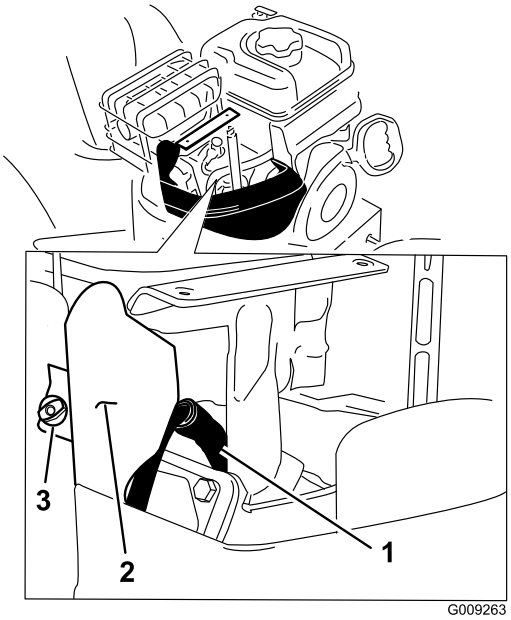

Figur 52
4. Fjern vingeskruen til braketten og braketten (Figur 52).
5. Rengjør rundt bunnen på tennpluggen (Figur 52).